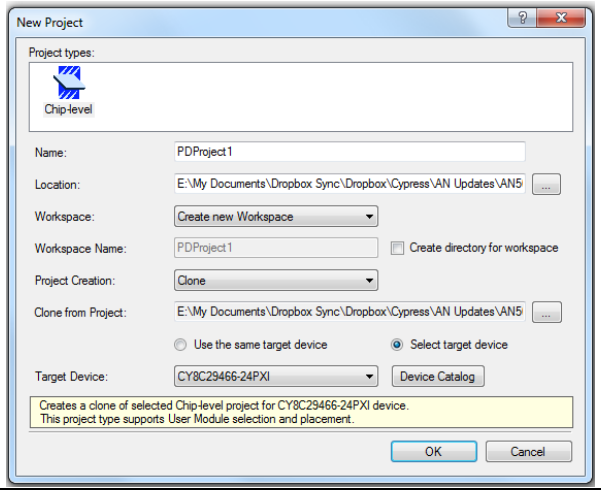

Figure 40　　プロジェクトの移行
4. デバイスを選択した後、OK をクリックしてください。PSoC™ Designer は、プロジェクトを新しいデバイスへ移行します。(**Figure 40** を参照。)